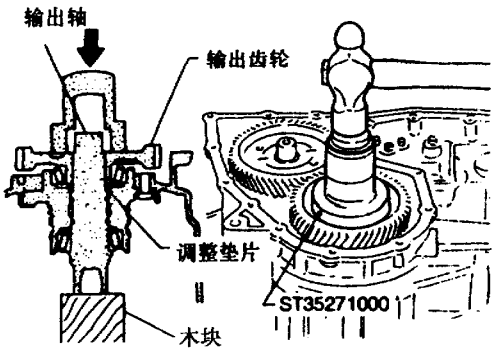

图 9－7－16 装上调整垫片
(8) 按规定的力矩拧紧输出齿轮上的锁止螺母。如图 9－7－17 所示，拆下中间齿轮，以便测量输出轴轴承的预紧度。